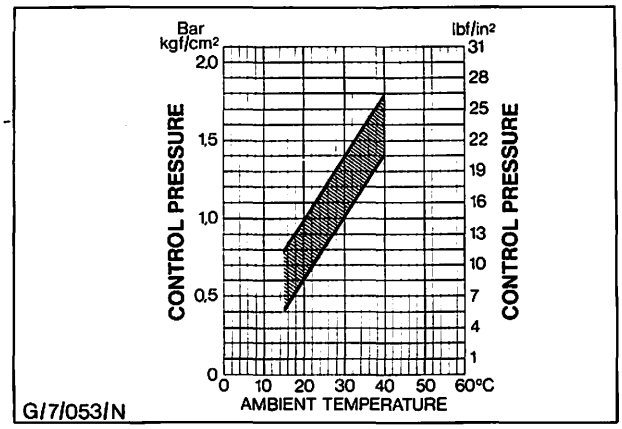

Abb. 71 Steuerdruckdiagramm (kalter Motor)
c) Umgebungstemperatur feststellen und Druck am Manometer ablesen, Abb. 71. Werte mit dem Diagramm in den „Technischen Daten" vergleichen. Bei einer Umgebungstemperatur von 20° C sollte der Druckmesser einen Wert von 0,8 bis 1,2 bar anzeigen.